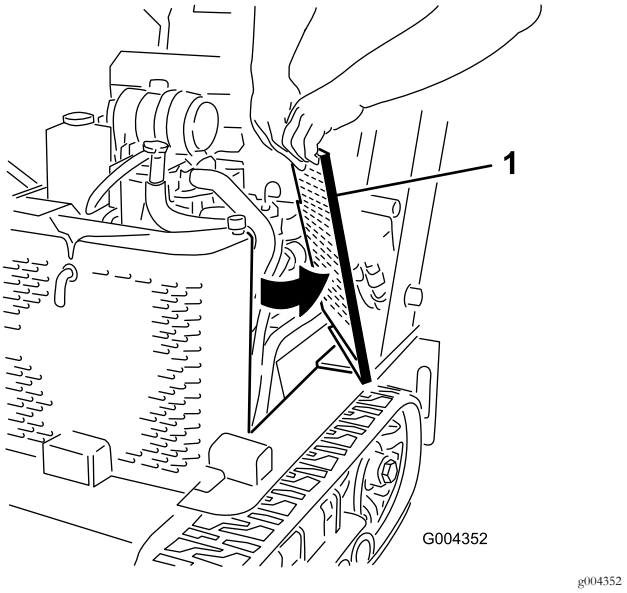

Rysunek 33
2. Przesuń osłony boczne (Rysunek 33) do góry, wysuwając z otworów w przedniej osłonie i ramie.